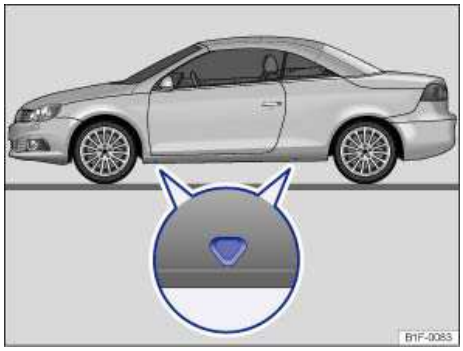

Fig. 185 Lift points for the jack.
The jack must be positioned at one of the 4 lift points marked on the vehicle body (2 on each side as shown in ⇒ fig. 185). You must use the lift point closest to the wheel being changed ⇒ .
7. Find the jack lift point ⇒ fig. 185 on the vehicle frame that is closest to the wheel to be changed.